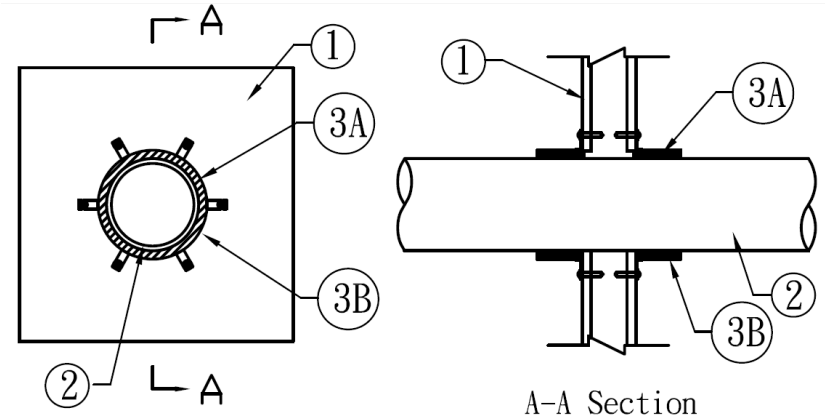

Figure 1. Through Penetration Firestop System
1. **SUPPORTING CONSTRUCTION:** Refer to Figure 1. Opening size shall be 1/2 in. larger than the OD of the penetrating pipe. Create a round through-opening in a symmetrical, Code-conforming, 1 hour fire-rated wall assembly consisting of the min. construction features of one of the following options:
2. **PENETRATING ITEM:** Refer to Figure 1 and Table 1. Position a max. 6 in.-diameter plastic pipe in the opening made in the Supporting Construction (Item 1). Use any of the following pipe types in Schedule 40 or thinner: ABS, PVC, XFR, or RNC. Establish an annular space, per Table 1, between the Penetrating Item and the Supporting Construction (Item 1).
3. **FILL, VOID, OR CAVITY MATERIAL –** Refer to Figure 1 and Table 1. Apply the following materials as indicated below: